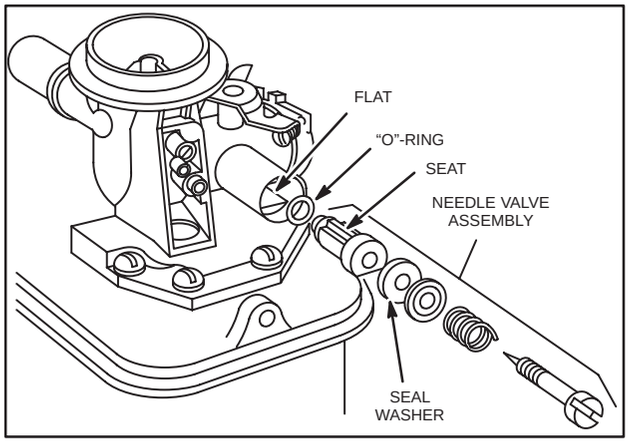

Fig. 168 – NEEDLE VALVE ASSEMBLY PRESS-IN TYPE
2. Turn needle in until large seal washer just touches needle seat, Fig. 168.
4. Install needle valve as an assembly being sure flat on valve seat lines up with flat in carburetor body, Fig. 168.
NOTE: On later carburetors, a slot was added to top of needle valve assembly bore to line up with rib on needle valve assembly, Fig. 168.